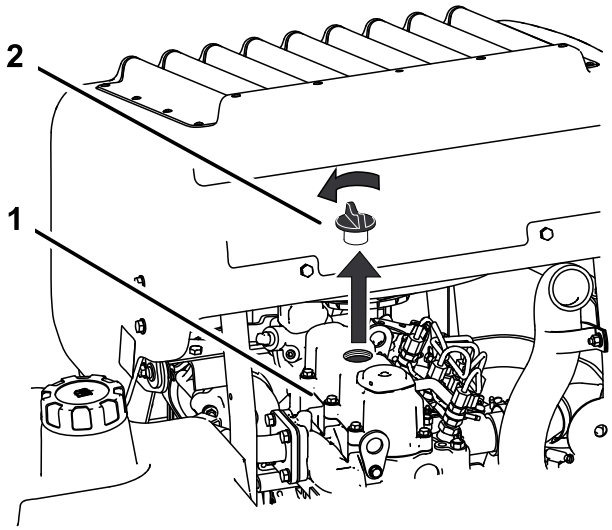

Figur 43
6. Fjern påfyllingslokket oppå motoren (Figur 43). Dette gjør det lettere å tømme ut oljen.
2. Fjern oljelokket, og skru løs peilestaven (Figur 43).